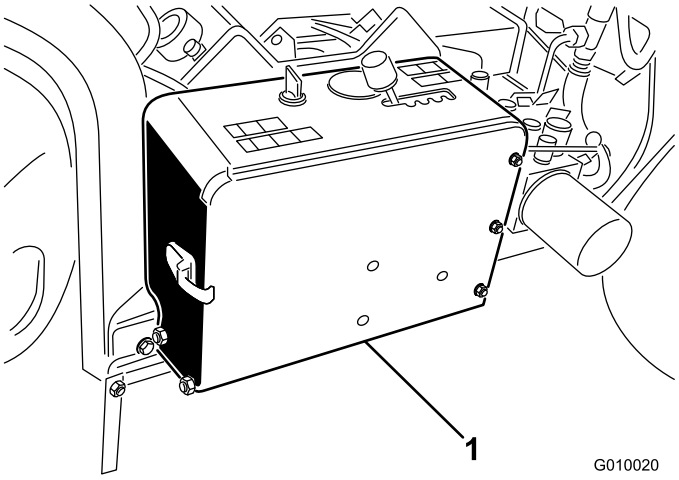

Figura 5
2. Retire a bateria do compartimento da bateria (Figura 5).